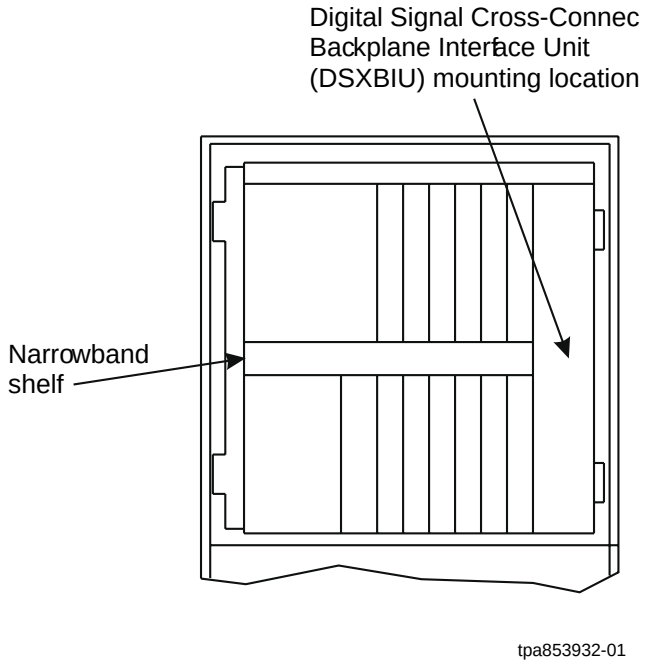

Figure 1 – Front View of Narrowband Shelf
2. Locate the mounting location for the **DSXBIU** on the NBS (Figure 1).